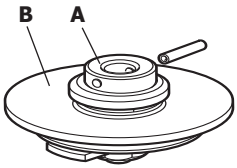

Рис. 6
- (См. Рис. 6) Поршень (**A**) работает как пилотный клапан. Открываясь первым, он позволяет небольшому количеству среды поступать в следующую полость, что снижает перпад давления на вентиле. После того, как перепад давления упал, основной плунжер (**B**) может быть легко оторван от седла.